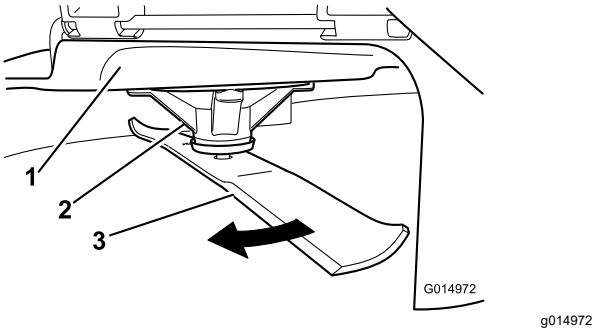

Figuur 58
2. Trek dikke handschoenen of andere adequate handbescherming aan en draai langzaam het mes in een stand die meting mogelijk maakt van de afstand tussen de maairand en het egale oppervlak waarop de machine staat (Figuur 58).